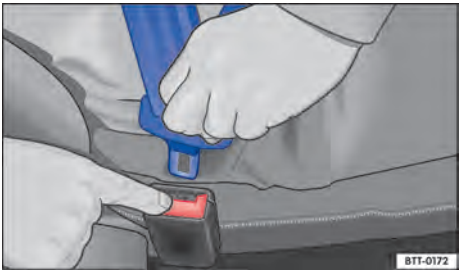

Fig. 30 Soltar a lingueta do cinto de segurança do fecho do cinto de segurança.
– Pressionar o botão vermelho no fecho do cinto de segurança → Fig. 30. A lingueta do cinto de segurança salta para fora.